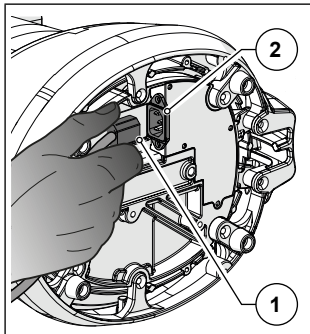

Рис. 8
- Вставьте штекер шнура питания (Рис. 8 Поз. 1) в разъем IEC на нижней части устройства (Рис. 8 поз. 2);